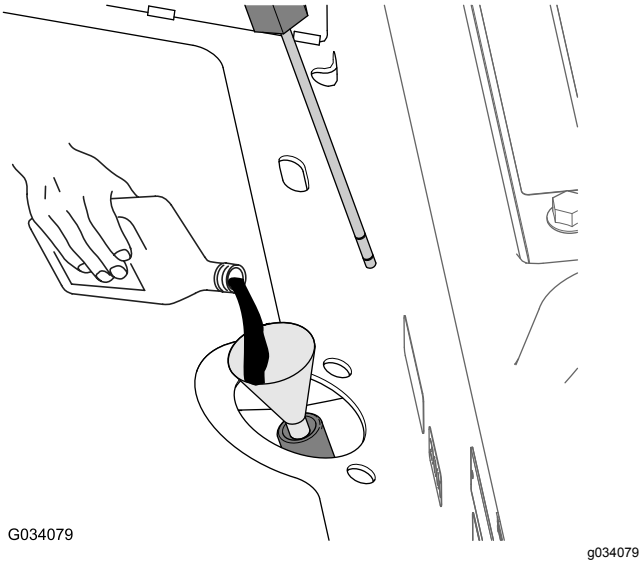

Figuur 80
5. Als het vloeistofpeil lager is dan de onderste markering op de peilstok, moet u de gespecificeerde vloeistof in de vulbuis (Figuur 80) gieten totdat het vloeistofpeil tussen de bovenste en onderste markering op de peilstok komt (Figuur 79).
6. Giet de gespecificeerde hydraulische vloeistof in de vulbuis (Figuur 80) tot het vloeistofpeil in de transaxlebehuizing (reservoir) midden tussen de bovenste en onderste markering op de peilstok staat (Figuur 79).